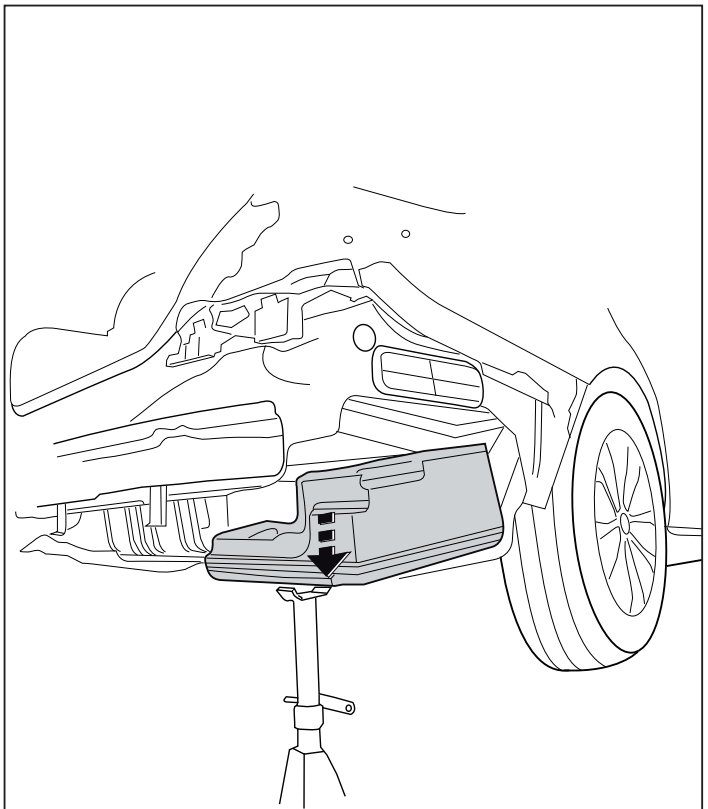

Fig. 2
2. **Если имеется:** Снять указанные детали. См. рисунок 2.